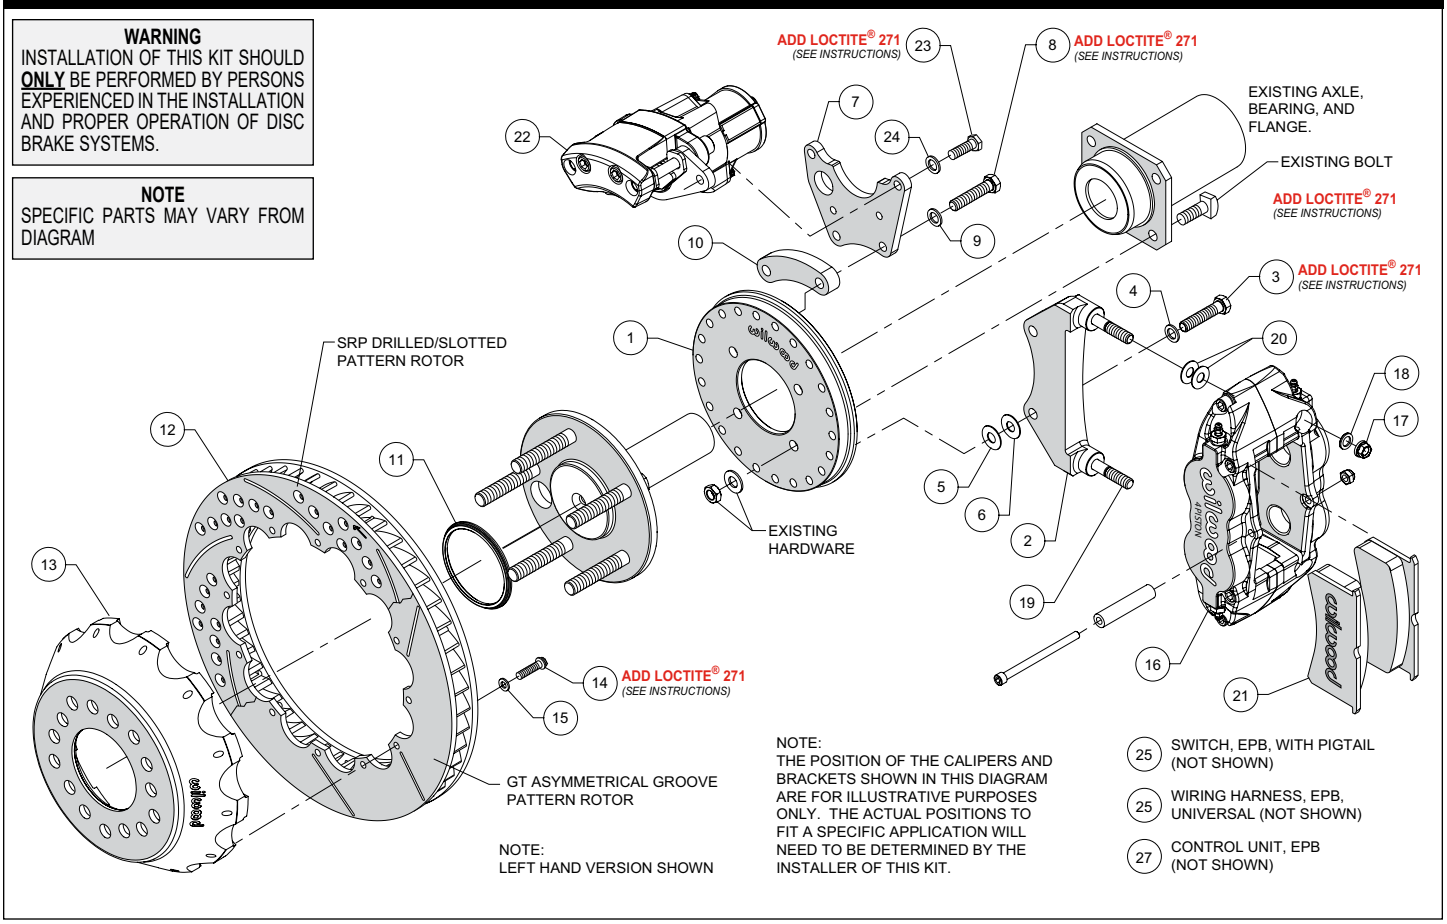
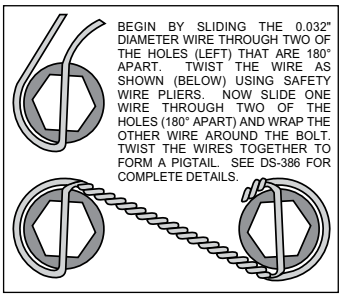

Figure 1. Typical Installation Configuration
Figure 4. Safety Wire Diagram
(numbers in parenthesis refer to the parts list, and Figure 1 on the preceding pages):
•Orient the backing plate (1) as shown in Figure 1 and Photo 1, and mount it to the axle housing flange using the Original Equipment Manufacturer (OEM) bolts, washers and nuts, Figure 1. Ensure the backing plate fits flush against the axle housing flange. Apply red *Loctite*® 271 to the OEM bolt threads and torque to OEM specifications.
- Start by determining the best location for the service caliper (16). This caliper is usually mounted in the 3:00 or 9:00 o'clock position, but may be rotated up or down approximately 45 degrees and still allow for proper bleeding, Photo 2. Orient the service caliper bracket (2) as shown in Figure 1 and Photo 3, and install to the backing plate (1) in the desired location using bolts (3) and washers (4). Temporarily tighten bolts. Next, mount the service caliper onto the bracket. Mount the service caliper using lock nuts (17) and washers (18), Figure 1. Temporarily tighten the lock nuts. Check that the caliper (including inlet fitting and hose) has sufficient clearance to all surrounding components through the full suspension travel. Relocate the caliper/bracket on the backing plate as needed to ensure proper clearance is achieved.
- Determine the best location for the EPB caliper (22). ***NOTE:*** *The EPB caliper motor extends farther inboard than the service caliper and therefore needs additional consideration when determining a mounting location with sufficient clearance.* In the example application shown in Photo 4, the EPB caliper has sufficient inboard clearance to the leaf spring. However, if the EPB caliper were mounted closer to the 12:00 o'clock position, the inner body of the vehicle would hit the caliper during full compression of the suspension.
- Orient the EPB caliper bracket (7) as shown in Figure 1 and Photo 5, and install to the backing plate (1) in the desired location using bolts (8), washers (9), and spacer (10). Temporarily tighten bolts. ***NOTE:*** *The EPB bracket is reversible. In one direction the bracket will position the EPB caliper closer to the service caliper, and vice versa if reversing the bracket.* Next, mount the EPB caliper (22) to the bracket using bolts (23) and washers (24). Temporarily tighten bolts. ***NOTE:*** *EPB calipers are Left and Right handed, however they can be used on either side of the vehicle to best suit your specific application.* Check that the EPB caliper (including wiring harness connector) has sufficient clearance to all surrounding components through the full suspension travel. Relocate the EPB caliper/bracket on the backing plate as needed to ensure proper clearance is achieved.
•Once the caliper positions have been determined, remove both the service (16) and EPB (22) calipers, leaving both brackets in place on the backing plate. For the EPB bracket, remove the bolts one at a time, apply red *Loctite*® 271 to the threads, and torque to 35 ft-lb. The service caliper bracket will be final installed after shimming is determined.
•Orient the rotor (12) and the hat (13) as shown in Figure 1 and Photo 6. Attach rotor to hat using bolts (14) and washers (15). Apply red *Loctite*® 271 to the bolt threads and torque to 155 **in-lb** using a criss-cross pattern. For an added measure of security, the bolts may be safety wired using standard 0.032 inch diameter stainless steel safety wire as shown in Figure 4. Please refer to Wilwood's data sheet DS-386 (available at www.wilwood.com/Pdf/DataSheets/ds386.pdf) for complete safety wire installation instructions.
•Slide the rotor registration adapter (11) onto the register on the axle flange with the smaller O.D. facing toward the rotor/hat (12 and 13), Photo 7.
•Initially place two .035" thick shims (20) on each stud of the service caliper bracket (2), as shown in Figure 1 and Photo 8. Mount the caliper onto the bracket using lock nuts (17) and washers (18), Figure 1. Temporarily tighten the lock nuts and view the rotor through the top opening of the caliper. The rotor should be centered in the caliper, Photo 9. If not, adjust by adding or subtracting shims (5 and/or 6) between the service caliper bracket (2) and the backing plate (1). Always use the same amount of shims on each of the two mounting bolts. Once the caliper alignment is correct, remove the bracket mounting bolts (3) one at a time, apply red *Loctite*® 271 to the threads, and torque bolts to 35 ft-lb.
•Remove the caliper center bridge pad retainer bolt, nut, and tube from the caliper. Insert the brake pads (21) into the caliper, with the friction material facing the rotor, as shown in Photo 10. Check that the top of the brake pad is flush with the outside diameter of the rotor, Photo 11. If not, adjust by adding or subtracting shims (20) between the caliper (16) and the service caliper bracket (2). After the caliper pad height is set, torque the caliper lock nuts (17) to 30 ft-lb. Secure the brake pads in place with the center bridge pad retainer tube, bolt, and locknut, Photo 12. The locknut should be snug without play in the bolt or tube. Be cautious not to over tighten.
•Mount the EPB caliper (22) onto the caliper mounting bracket (7) using bolts (23) and washers (24), Figure 1. Apply red *Loctite®* 271 to bolt threads, and torque to 30 ft-lb.
•***NOTE****: The service caliper (16) in this brake kit utilizes a 1/8-27 NPT pipe thread inlet. OEM rubber brake hoses generally cannot be adapted to Wilwood calipers.* The preferred method is to use steel adapter fittings at the caliper, either straight, 45 or 90 degree (use PTFE tape on pipe threads of adapter fitting for proper sealing to caliper) and enough steel braided line to allow for full suspension travel. **Carefully route hoses to prevent contact with moving suspension, brake or wheel components.** ***NOTE:*** *Wilwood hose kits are designed for use in many different vehicle applications and it is the installer's responsibility to properly route and ensure adequate clearance and retention for brake hose components.* Wilwood offers universal brake flex line hose kits, domestic (3/8-24 IF) chassis fittings, order: